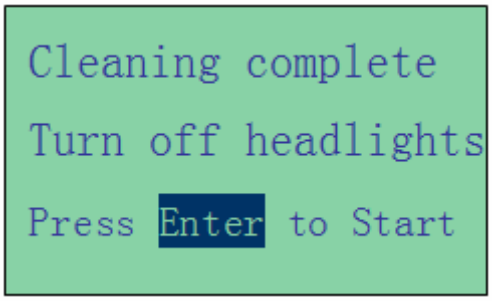

Figure 7
9. Wait until the surface voltage cleaning had completed, the analyzer will advise as follows: (Fig.7) and then press ENTER key.